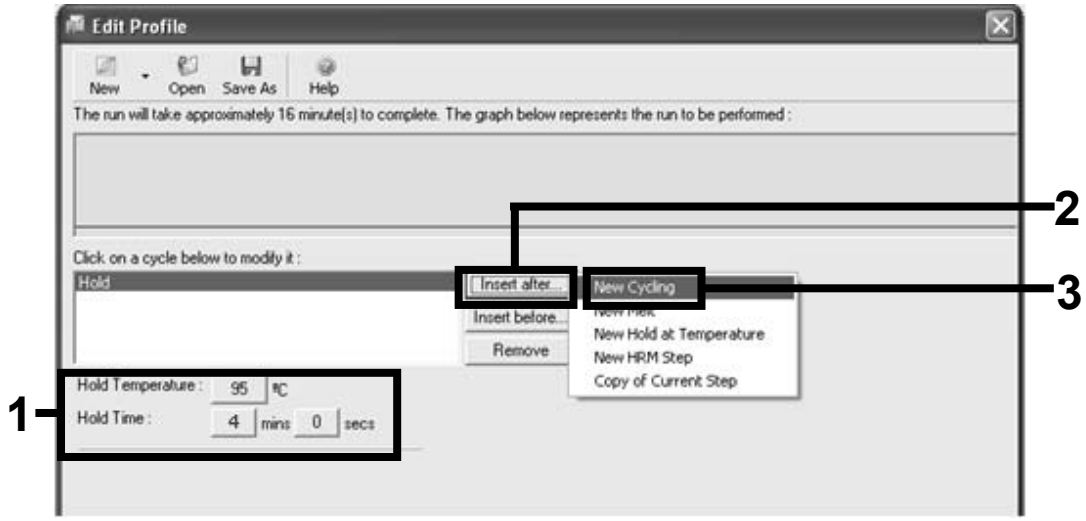

Figure 5. Initial incubation step at 95°C.
12. **Change the "Hold Temperature" to *95°C*, and the "Hold Time" to *4 mins*. Click the "Insert After" button and then select *New Cycling* (Figure 5).**